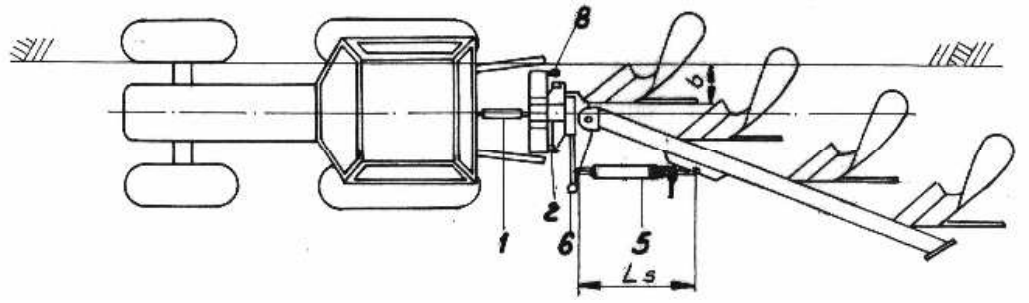
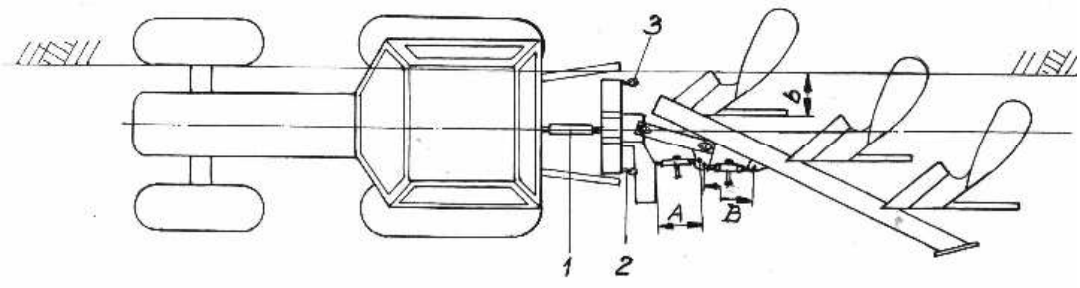

Rys. 6 Wstępna regulacja pługa **IBIS XXL**.
Rys. 6a Wstępna regulacja pługa **IBIS - M;L;XL**
- sprawdź wstępne wypoziomowanie pługa w kierunku podłużnym. Regulacji dokonuje się za pomocą górnego łącznika ciągnika (poz.**1 Rys.6, Rys.6a),**
- podnieś lekko pług i cylindrem bocznym -**Rys.6 (**lub wrzecionem **A - Rys.6a)** przestaw ramę z korpusami tak, aby linie płóz były równoległe do osi symetrii ciągnika. Po ustawieniu odpowiedniej długości cylindra bocznego lub wrzeciona należy dokręcić docisk
- opuść pług nie opierając go całym ciężarem o podłoże. Wrzecionem suwaka - **Rys.6** poz.**6** (lub wrzecionem **B** -**Rys.6a**) przesuwając ramę względem przodka ustaw szerokość b pierwszego korpusu (odległość od ściany wewnętrznej opony do linii płozu pierwszego korpusu); W przypadku pługów IBIS M,L,XL skoryguj dodatkowo równoległość płóz wrzecionem A.